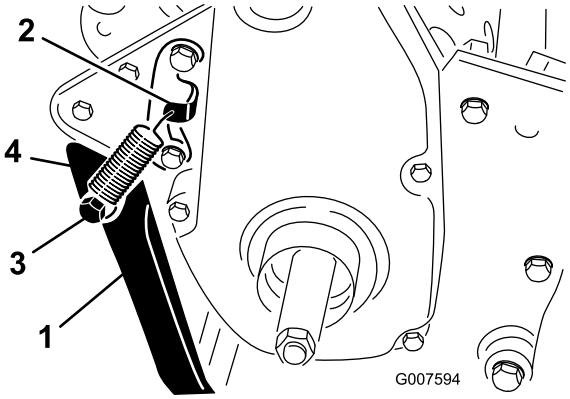

Figur 6
2. Hekt fjæren inn i hullet på fjærbraketten og videre på fjærbolten mens du justerer støtten i forhold til monteringshullene bak på rammen (Figur 6).
3. Monter støtten til hver side av rammen med en bolt, en låseskive, en flat avstandsskive og en låsemutter (Figur 6). Plasser avstandsstykket i støttens monteringshull.